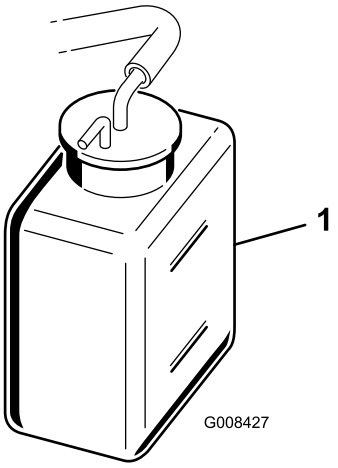

**Figur 31**
2. Kontroller kjølevæskenivået (Figur 31). Det skal være mellom linjene på reservetanken når motoren er kald.